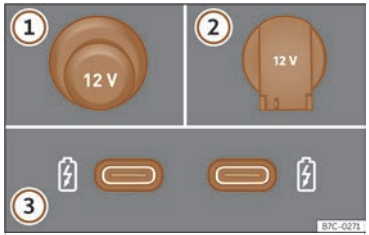

Abb. 152 12-Volt-Steckdosen im Fahrzeug
››› **(Abb. 152)**
Je nach Ausstattung und Land kann das Fahrzeug auch über USB-Anschlüsse mit **ausschließlicher Lade- oder Steckdosenfunktion** ››› **(Abb. 152)** ③ verfügen.